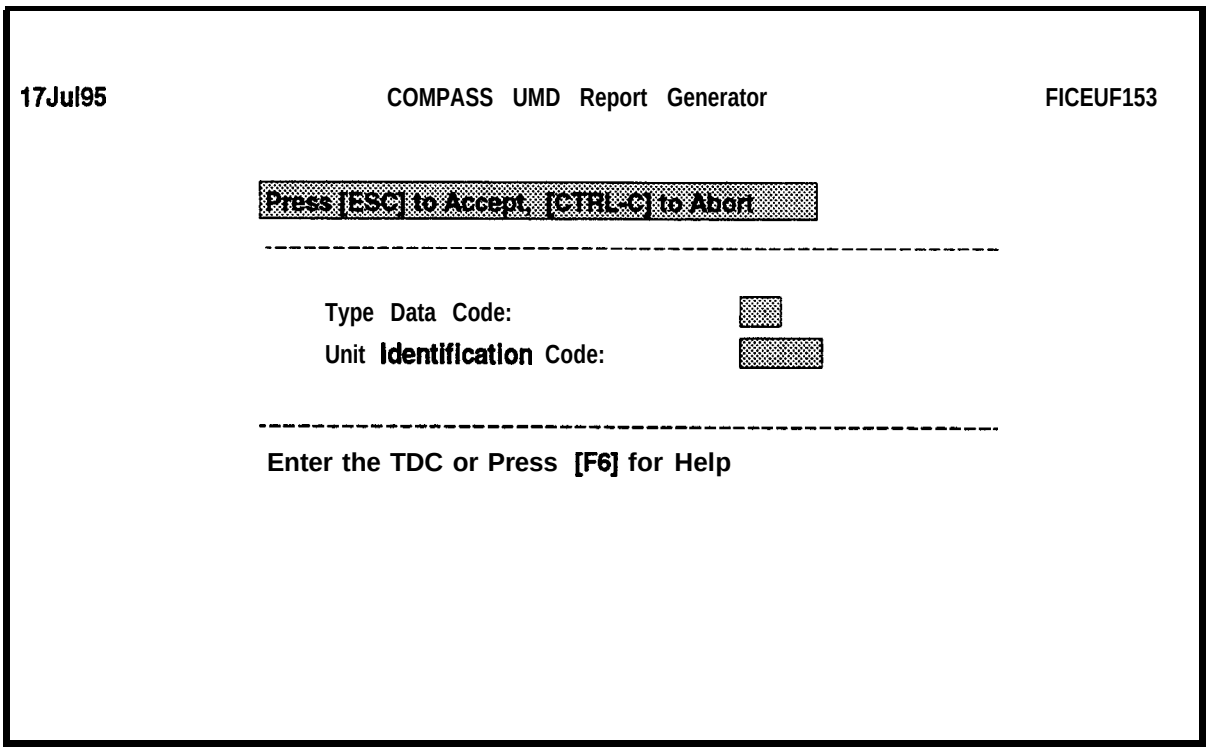

Figure 6-33. COMPASS UMD Report Generator Screen
e. Select **Prepare COMPASS UMD File** from the COMPASS Communications menu. The COMPASS UMD Report Generator screen will be displayed as shown in Figure 6-33.